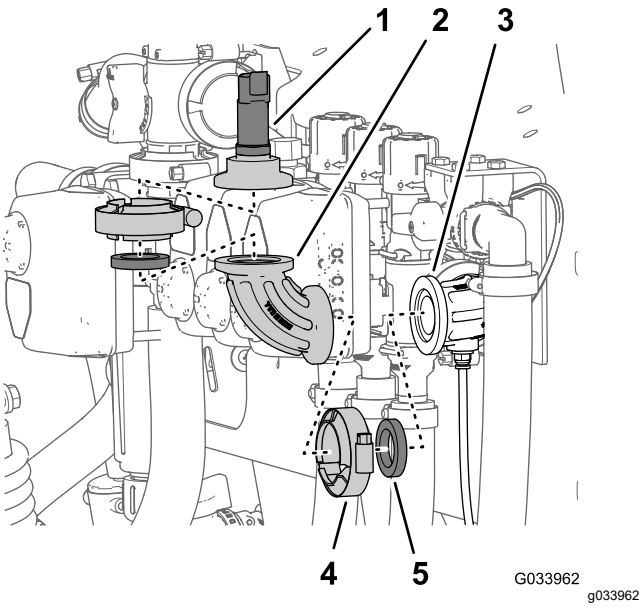

Figura 10
2. Retire o grampo da flange que prende o transdutor de pressão à união a 90° e retire o transdutor, a junta e o grampo da flange (Figura 10).
3. Retire o grampo da flange que prende a união a 90° à união a 90° com um conector para o tubo sensor e retire a união a 90°, a junta e o grampo da flange (Figura 10)